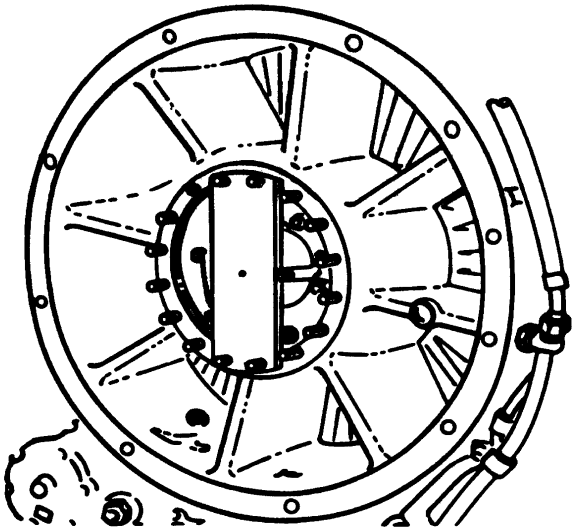

Figure 17. 3755 Compressor Extension Shaft Forward Spline Holder Installed
a. Install 3755 holder on the compressor rotor to secure the rotor while torquing the rear bearing nut. (See figure 17.)
b. Using the 3855 wrench, torque the rear bearing nut 250 lb. ft. Loosen the nut and retorque 130 - 150 lb. ft. (QA)